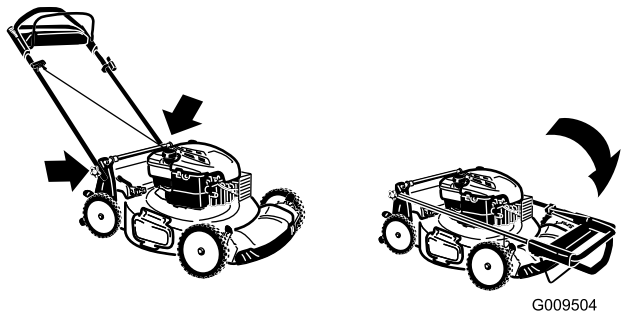

Figure 33
3. Pliez la moitié supérieure du guidon en avant de la manière indiquée (Figure 33).